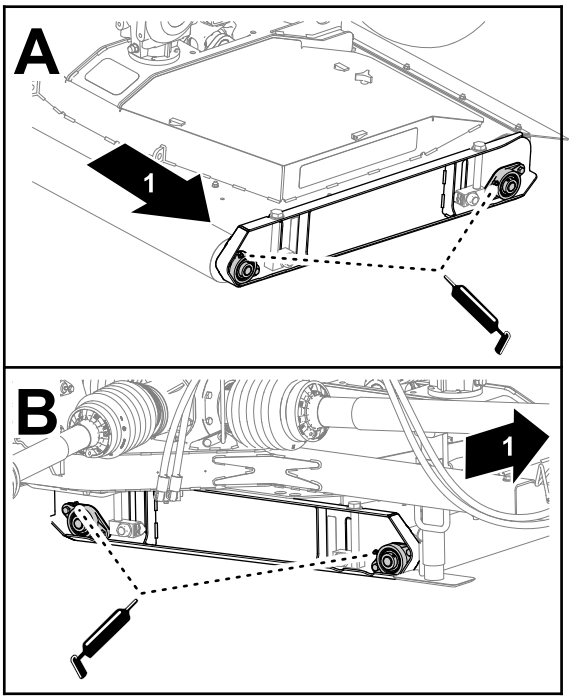

Figur 50
1. Tilsett spesifisert smørefett i lagrene til klippeenhetsvalsene på venstre side av klippeenheten (Figur 50).
2. Smør lagrene til klippeenhetsvalsene på høyre side av klippeenheten (Figur 50).